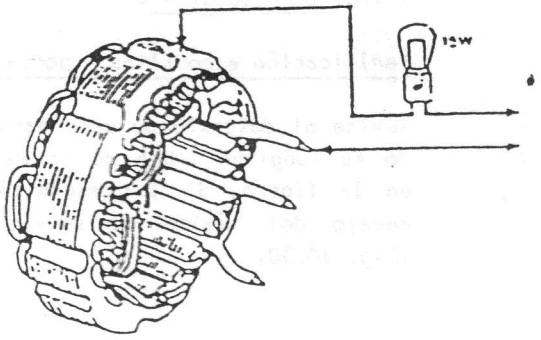

Fig. 10.34
2. Compruebe el aislamiento de los devanados del rotor con relación a la armadura metálica. Conecte una fuente de alimentación de 125 voltios (corriente alterna) a través de una lámpara de prueba de 15 vatios, entre un cable del estator y el conjunto de láminas (Fig. 10.34)